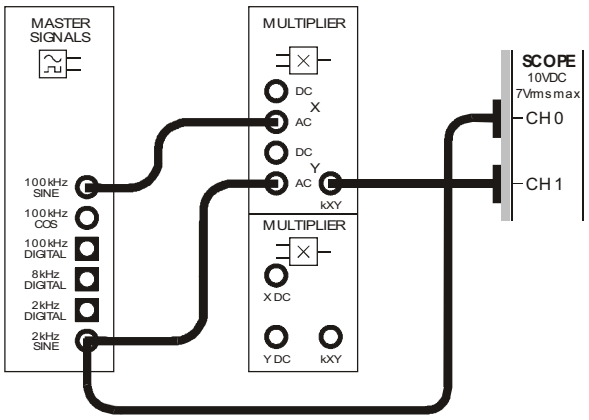
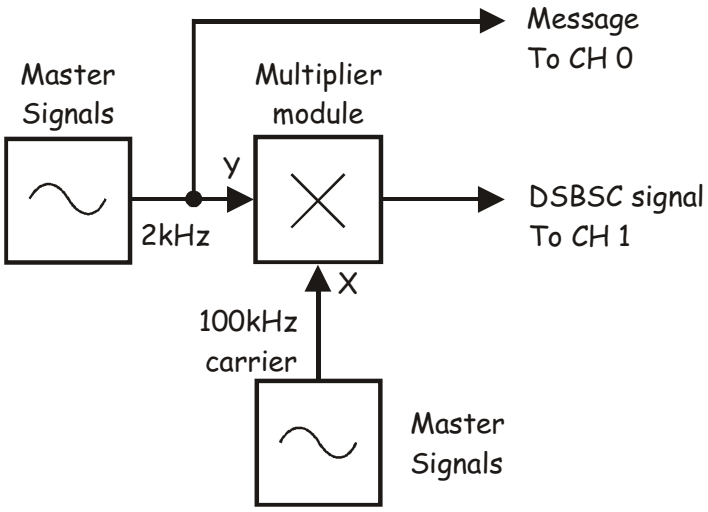

Figure 3
Figure 4
8. Connect the set-up shown in Figure 3 below.
The set-up in Figure 3 can be represented by the block diagram in Figure 4 below. It uses a 2kHz sinewave message to DSBSC modulate 100kHz sinewave carrier.